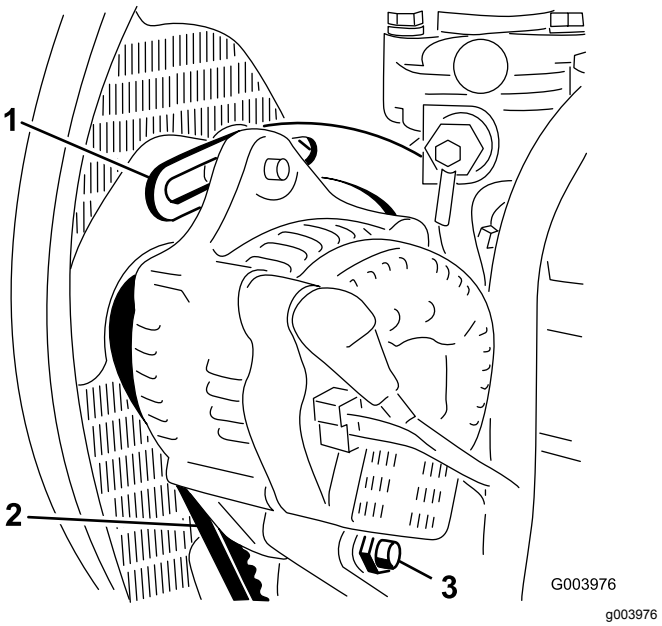

Figuur 48
2. Controleer de spanning van de riem door deze (Figuur 48) midden tussen poelies van de wisselstroomdynamo en de krukas in te drukken met een kracht van 10 kg.
3. Draai de bout los waarmee de beugel is bevestigd aan de motor (Figuur 48), alsmede de bout waarmee de wisselstroomdynamo is bevestigd aan de beugel en de ankerbout.